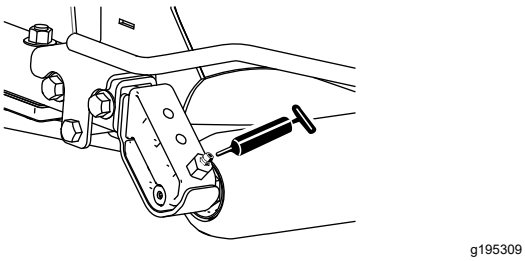

Figur 45
- 2 (per klippenhet) bakre rullager (Figur 45)